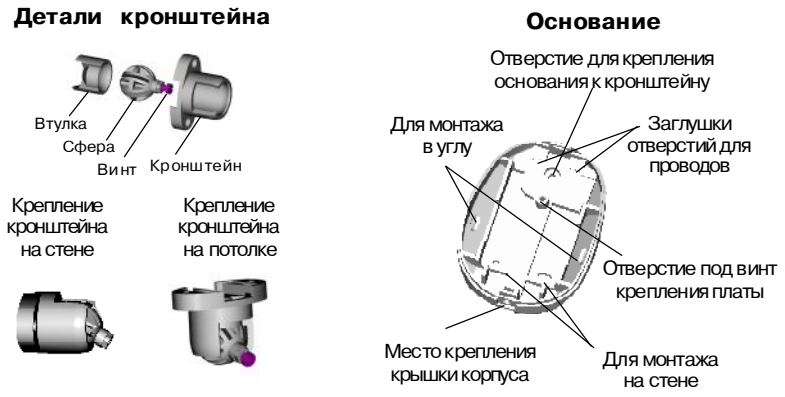

Рисунок 22
- снимите крышку, вывернув при помощи отвертки винт, расположенный в нижней части основания извещателя (рисунок 22).
- просверлите в основании извещателя отверстия (рисунок 22), которые будут использоваться для прокладки проводов и крепления извещателя.